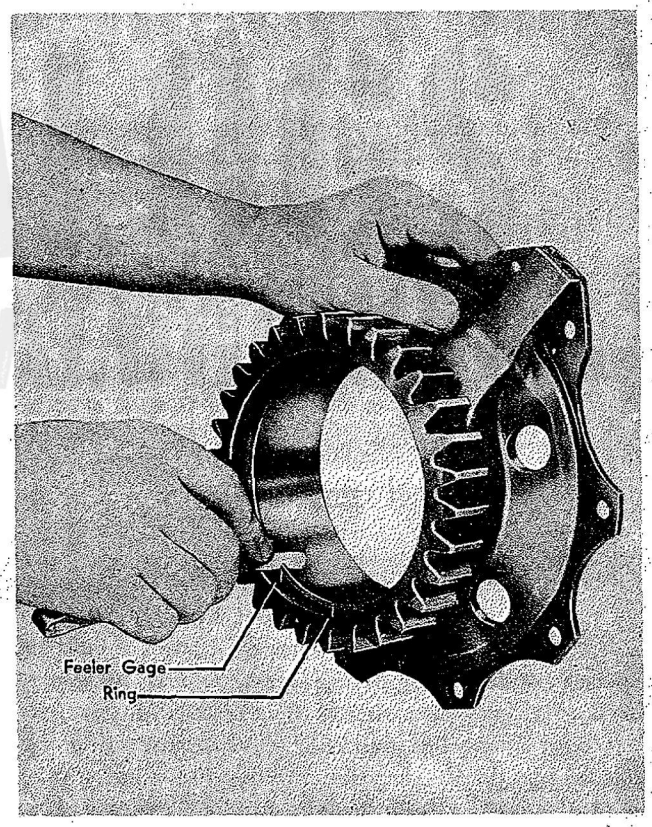

Figure 142—Measuring Ring Gap in Thrust Bearing Retaining Flange
(1) Record the ratio of the propeller reduction gearing. Inspect the propeller shaft for cracks, particularly at the splines and in the location of oil holes. Inspect the threads at the thrust nut and propeller hub nut locations for mutilation. Inspect the propeller shaft splines for burrs, pitting, corrosion and excessive wear.
(2) Inspect the propeller shaft at the centering cones and thrust bearing locations for scoring, pitting, and galling. Check the outside diameter of the thrust bearing journal on the propeller shaft and the inside diameter of the thrust bearing inner race, using micrometers, to determine the fit. Refer to the Table of Limits in Section XII.
(3) Inspect all oil passages in the propeller shaft for cleanliness and freedom from obstruction, and inspect the radius at the end of the oil holes.
(4) Inspect the front and rear propeller shaft bushings for tightness, cracks, scoring and wear. Check the inside diameter of the bushings and the outside diameter of the crankshaft journals, using micrometers, to insure that the proper fits are obtained. Refer to the Table of Limits in Section XII.
(5) Inspect the thrust bearing spacer for cracks and condition of the inside and outside surfaces. Inspect the ring grooves for wear and for broken, cracked, or chipped lands. Inspect the lip on the spacer for condition of the seating surfaces and the thrust bearing contacting surface. Check the gap of the spacer rings. Refer to Figure 142. Check the inside diameter of the spacer and the outside diameter of the propeller shaft at the spacer location to determine the fit. Refer to the Table of Limits in Section XII.